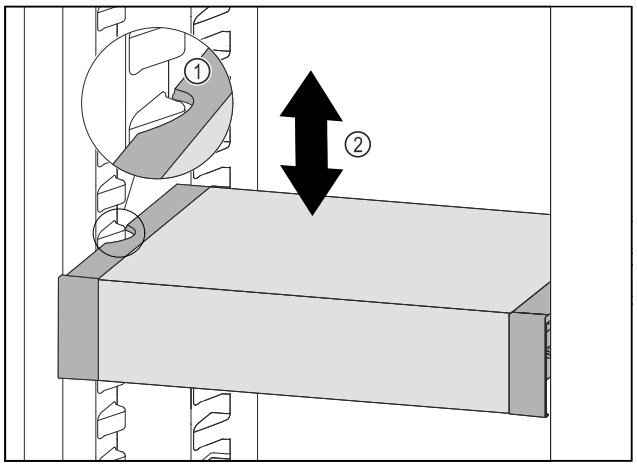

Fig. 154
▶ VarioSafe naar voren trekken tot de uitsparingen aan de zijkant van de VarioSafe zich ter hoogte van de rib in het koelgedeelte bevinden. *Fig. 154 (1)*
▶ VarioSafe in het koelgedeelte omhoog of omlaag bewegen tot de gewenste hoogte is bereikt. *Fig. 154 (2)*